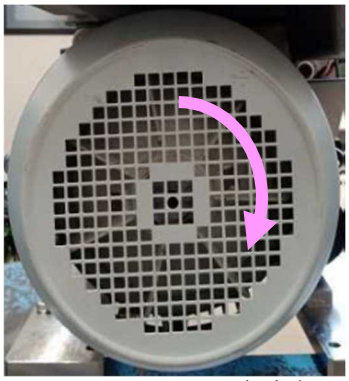

図19　モータの回転方向
7. モータの回転方向が合っているか確認する。(「図19　モータの回転方向」参照)。